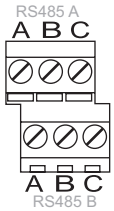

**Figure 4.21** RS485 port connectors
- Connect the two cores of the RS485 cable to screw terminals A & B of Port A on the backplane - see Figure 4.21.